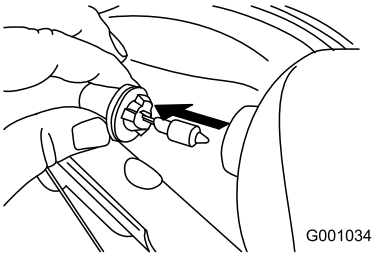

**Figur 59**
3. Dra lampan rakt ut på strålkastarens baksida (Figur 59).